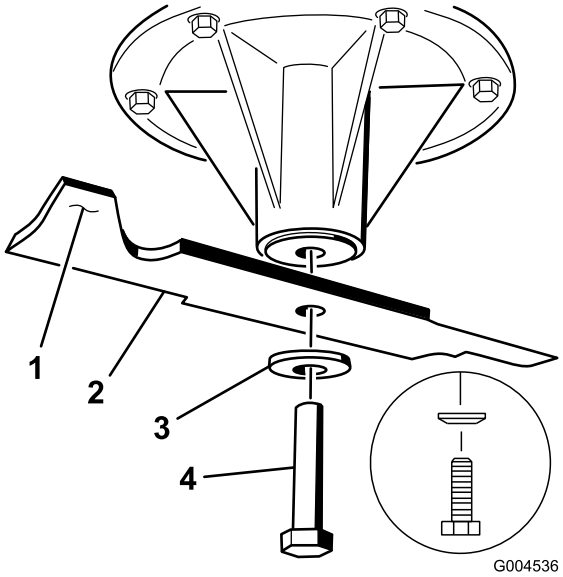
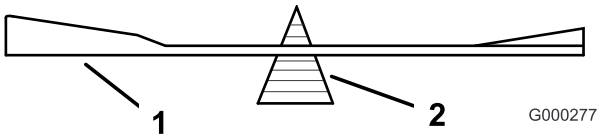

Figur 80
Figur 82
2. Fjern knivbolten, bueskiven og kniven fra spindelakselen (Figur 80).
2. Sjekk knivens balanse ved å legge den på en balanseringsinnretning (Figur 82). Hvis kniven holder seg i horisontal stilling, har riktig balanse og kan brukes. Hvis kniven ikke er i balanse, files litt av metallet på enden av vingeområdet bort (Figur 80). Fortsett med dette helt til kniven er balansert.